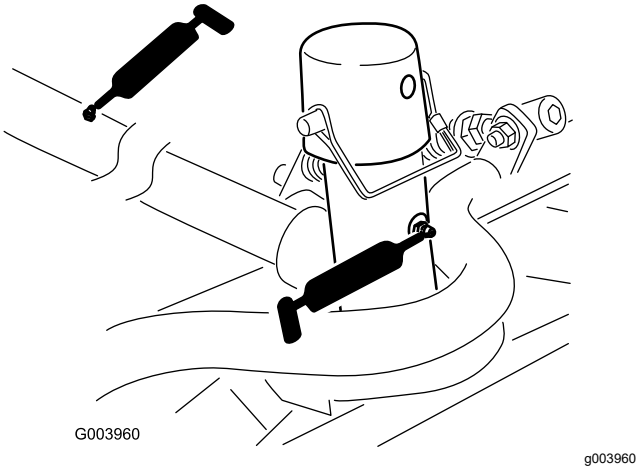

Figur 72
- Klippeenhedernes bæreramme og drejetap (2 hver) (Figur 72)